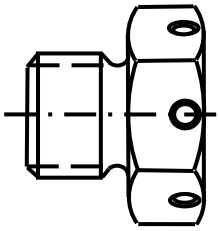

FIGURE 24 - BLANKING PLUG
- Blanking Plugs, AS27900 or SAE AS3001 series: See Figure 24.